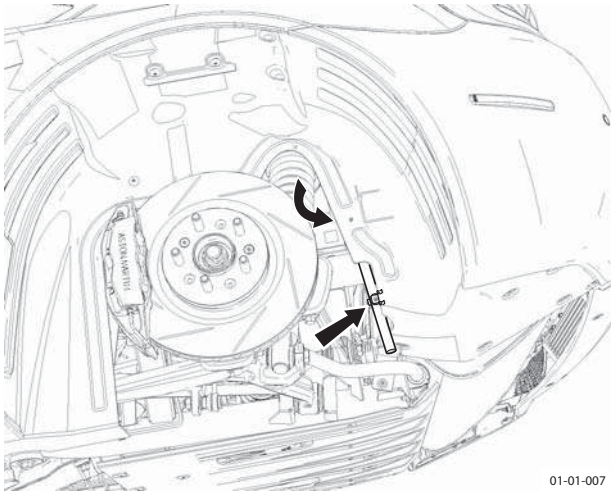

Figure 2
6. Release fuel filler aperture drain hose from clips (x2) (see Figure 2).